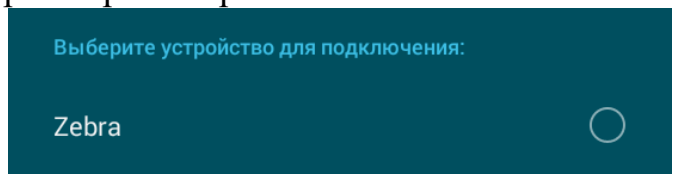

Рисунок 2.17
5) По завершении поиска выбрать из списка устройство, кликнув на него (рисунок 2.17). При запросе пароля ввести «1234».